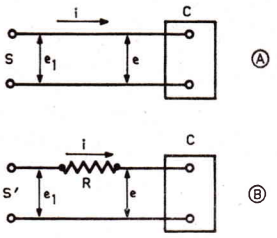

Fig. 3
Soit, par exemple, le cas du circuit C de la figure 3 et soit S la source de courant qui l'alimente. Si cette source alimente également d'autres circuits de consommation importante, une augmentation ou une diminution de consommation de C sera décelable par la mesure de la tension e aux bornes de C dans le cas (B) mais non, en général, dans le cas (A).
On se trouverait dans un cas analogue à celui de (B) figure 3.